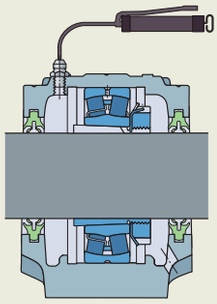

Fig. 2
- relubricación a través de los orificios situados en el centro del aro interior o exterior (**fig. 2**, **página 114**)